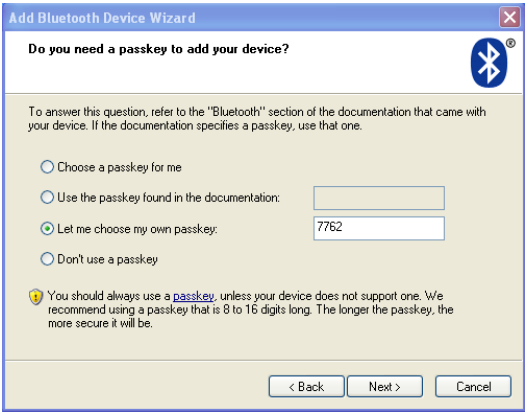

Figure 12
7) Choose "Let me choose my own passkey", input the password "7762" in the textbox on right side, then click "Next", the dialogue box as Figure 12 will pop up.